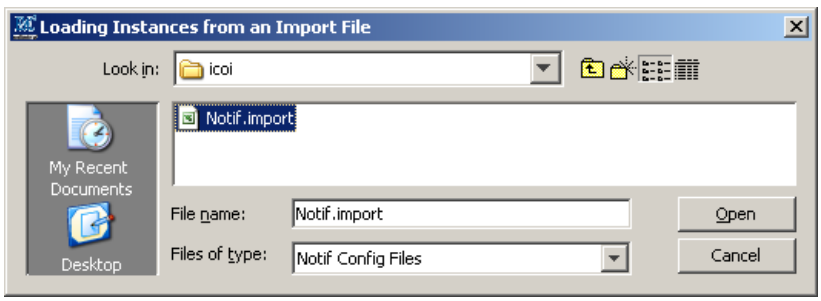

Figure 65 Loading Instances from an Import File dialog box
2. The **Loading Instances from an Import File** dialog box appears as shown in Figure 65 on page 92. Select the .import file with the NOTIF configuration objects (from the previous NOTIF version) that you want to migrate into the EMC Smarts NOTIF Editor and click **Open**.